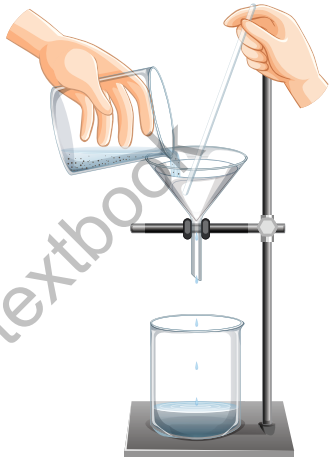

Figure 15.1 The process of filtration
1. Filtration by a glass funnel and filter paper is usually a slow process. As the mixture is poured onto the filter paper, the solvent (water) passes through leaving behind the suspended particles on the filter paper. Filter papers are available in a variety of porosites (pore sizes). Which pore size is to be used, depends upon the size of particles in the precipitate. The filter paper should be large enough so that it is one-fourth to one-half full of precipitate at the end of filtration. In this way, the filtrate runs down the side of beaker without splashing. A complete filtration assembly is shown in **Figure 15.1**.